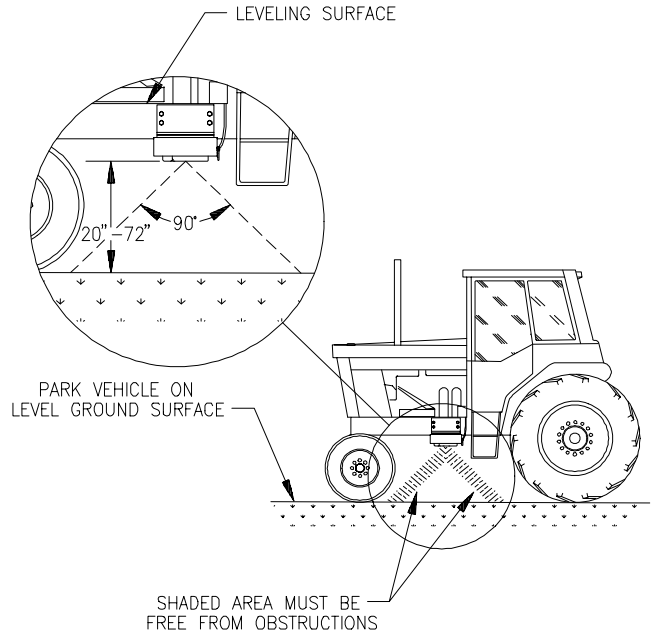

FIGURE 1
- **a)** The line of sight from the lens to the ground must not be obstructed by structures or tires. Obstructions must not come closer than 20 inches to the bottom of the radar. See Figures 1 and 2.